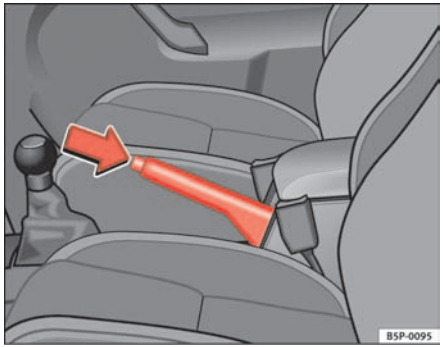

Fig. 97 Handbrake between the front seats
– Pull the handbrake lever up firmly ⇒ fig. 97.
– Pull the lever up slightly and press the locking knob in the direction of the arrow ⇒ fig. 97 and guide the handbrake lever down fully ⇒ ⚠.